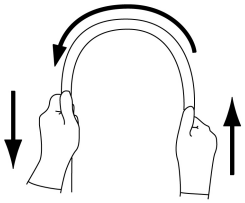

図 2
5.挿入部を両手で持ち、全長にわたって図 2 に示すように順次半円の頂点をずらすように曲げたときに、適切な軟らかさを有しており、軟らかさが不連続になっているなどの異常がないこと。